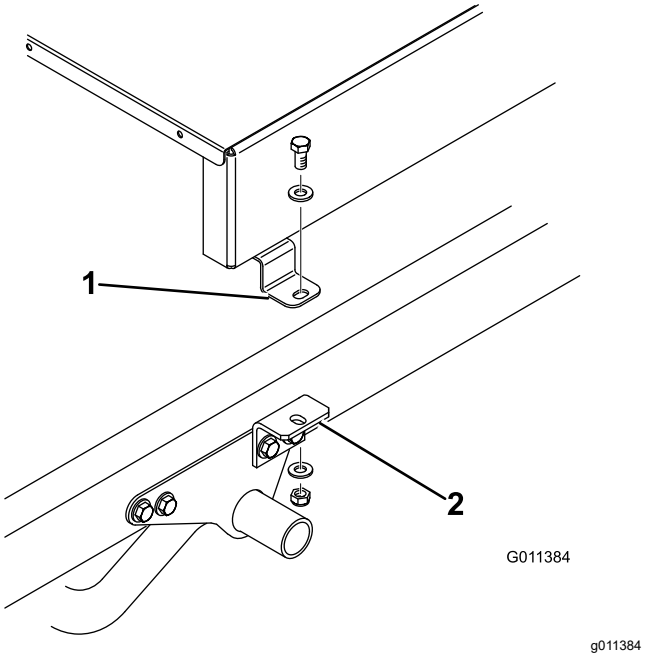
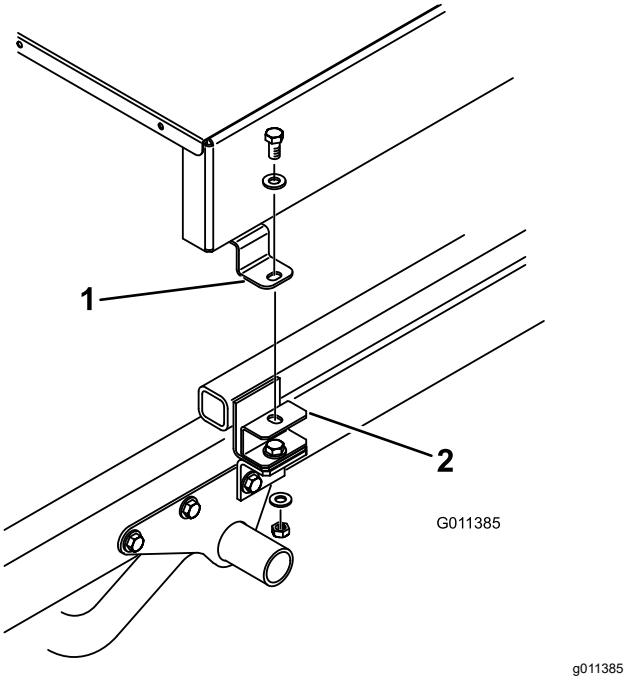

**Figur 10**
**Figur 11**
8. Fest toppen av hver tilbehørsbrakett (Figur 10) eller hvert avstandsstykkefeste (Figur 11) løst på monteringstappen på hver side av overgjødsleren med en hodeskrue (½ x 1 tomme), to flate skiver og en låsemutter. Stram til alle festene.